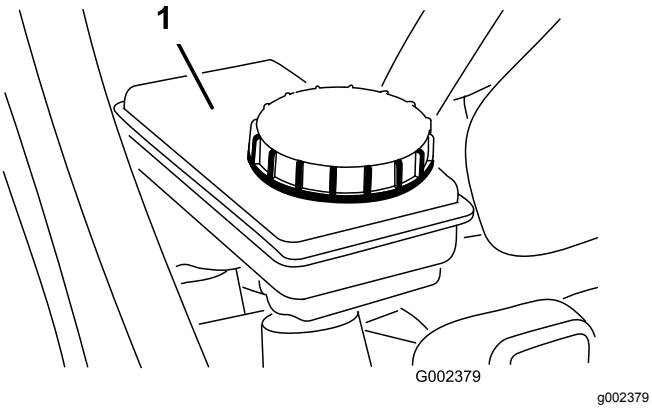

**Figur 57**
5. Sørg for, at væskestanden går op til linjen Full (fuld) på beholderen (Figur 57).
6. Hvis væskestanden er lav, skal du rengøre området omkring dækslet, tage dækslet af og fylde beholderen med den specifikke bremsevæske til det korrekte niveau (Figur 57).